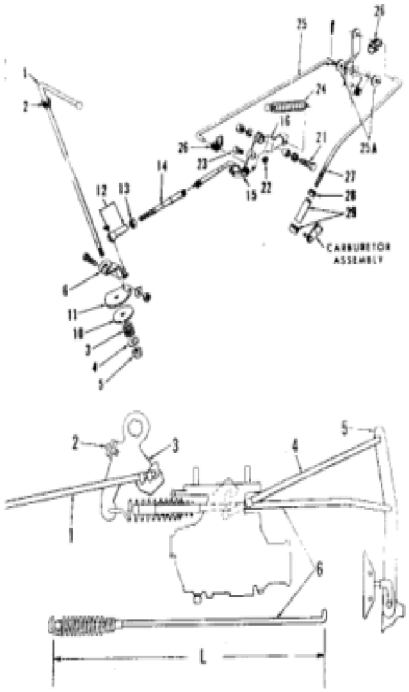

Fig. 151-Tekening die typische gasklep en gouverneurs koppeling toont die op lotmodel wordt gebruikt - 2000, 3000 en 4000.
Verplaats de handgashendel naar langzame stationaire positie en stel, indien nodig, langzaam stationair toeren aan 600-650 RPM. Stop de motor en installeer de dekking van de stuurinrichting opnieuw. Eind 2000-3000-4000 165. Raadpleeg Fig. 151 voor schematische weergave van de koppeling en aan fig. 152 voor al-ternate bellcranks die op 3 cilinders kunnen worden gebruikt. Zorg er eerst voor dat de koppeling vrij is zonder overmatige losbandigheid. Beweeg de hand gashendel naar hoge snelheid positie en pas gouverneur stang (4) indien nodig, om volledig open carburateur gaspedaal. De lengte van de gasstaaf (L) aanpassen tot 11 25/32 inch als de klok